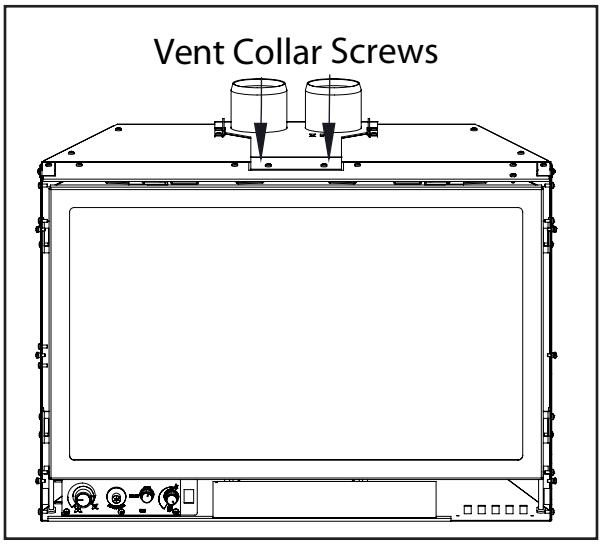

Figure 32: Vent Collar Plate Screw Location.
9. Place a bead of high temperature silicone on the intake collar of the vent terminal. Slide the Ø3" (76mm) flex intake liner over the collar, secure the flex liner with three (3) sheet metal screws evenly spaced. Secure the vent terminal to the chimney using adequate sealant, and according to local building codes.
10. If the fireplace opening is lower than 24" (610 mm), remove the vent collar plate from the top of the insert by unscrewing the two (2) T-20 Torx screws located on the center top of the stove above the door opening (see Figure 32). Slide the collar plate backwards. Properly secure the vent collar plate to the flexible vent pipe liner(s) previously installed in the chimney. Be careful not to over-stretch the liner(s).
11. Apply a bead of stove cement sealant to the top section of the Ø3" (76mm) exhaust vent collar plate. Slide the Ø3" (76mm) flex vent over the flue collar and secure with three (3) sheet metal screws evenly spaced.
12. Place a bead of high temperature silicone on the intake collar of the fireplace, slide the Ø3" (76mm) flex intake liner over the collar, secure the flex liner with three (3) sheet metal screws evenly spaced.